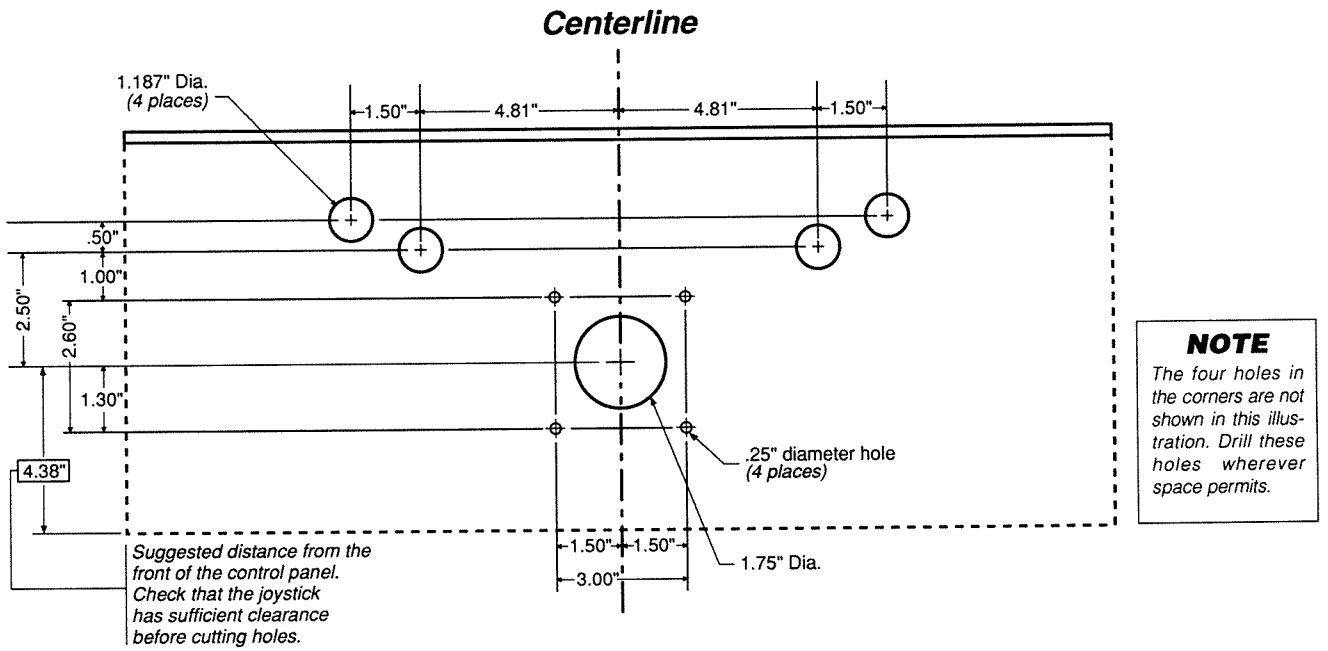

Figure 1-2 Locations of Control Panel Holes to be Drilled
1. Using carbon paper, transfer the joystick mounting pattern from the template to the control panel. Also refer to Figure 1-2 for the exact locations of all holes.